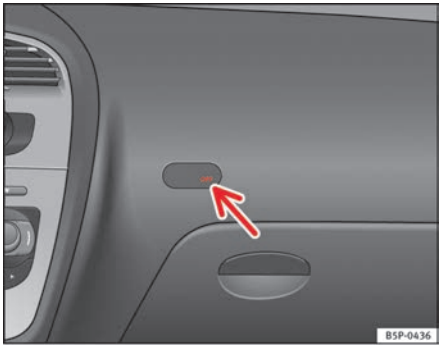

Fig. 27 Warning lamp for deactivated passenger airbag in centre console
– Check that the warning lamp “OFF” on the instrument panel ⇒ fig. 27 remains lit when the ignition is switched on ⇒ ⚠.
– Check that the warning lamp on the instrument panel does ⇒ page 43, fig. 27 *not* light up when the ignition is switched on ⇒ ⚠.